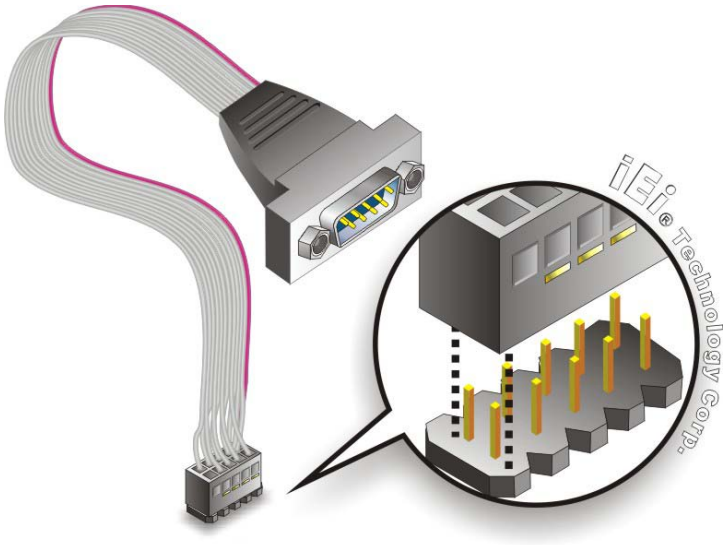

Figure 4-8: Single RS-232 Cable Installation
Step 2: **Insert the cable connector**. Insert the connector into the serial port box header. See Figure 4-8. A key on the front of the cable connectors ensures the connector can only be installed in one direction.